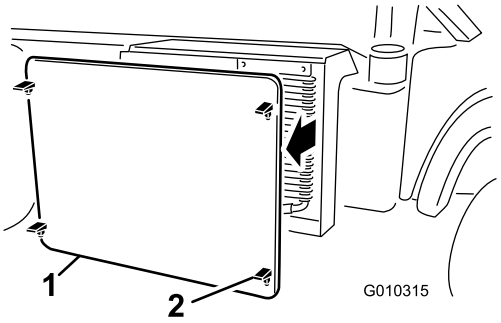

Figur 57
2. Løsne og fjern radiatorskjermen fra forsiden av radiatoren (Figur 57).